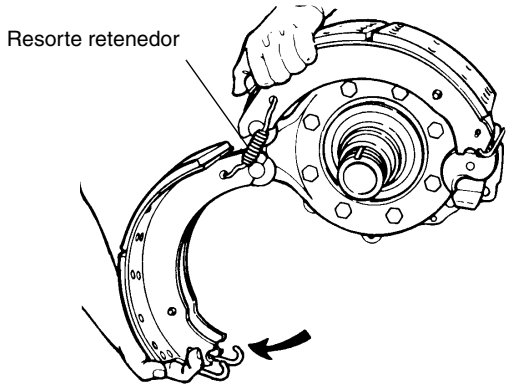

FIGURA 8-44
4. Gire la zapata inferior para quitar la tensión de los resortes de retención (vea la Figura 8-44). Retire los resortes y las zapatas de freno.